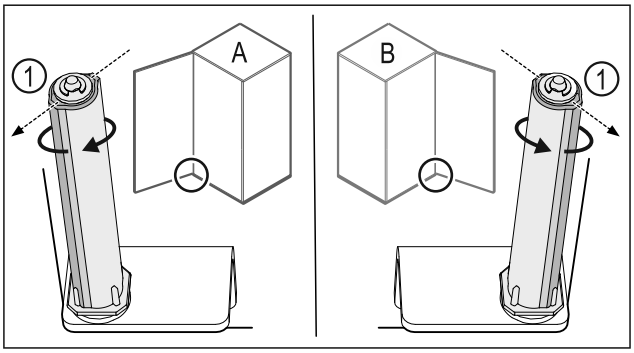

*Fig. 45 Linksanschlag (**A**) / Rechtsanschlag (**B**)*
▶ Schließsystem gegen den Widerstand drehen, bis der Steg des Schließsystems *Fig. 45 (1)* nach außen zeigt.